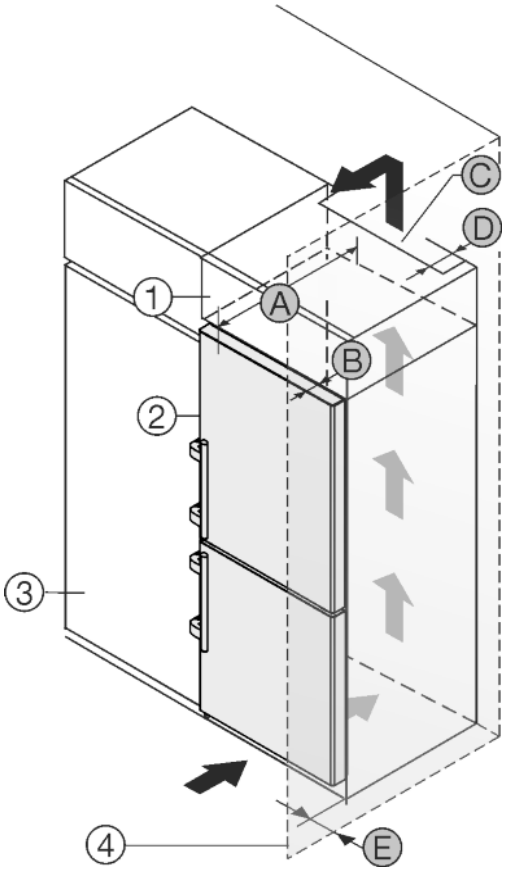

Fig. 51
L'appareil peut être réagencé avec des buffets de cuisine. Pour adapter l'appareil *Fig. 51 (2)* à la hauteur du coin cuisine, une rehausse *Fig. 51 (1)* peut être posée sur l'appareil.
L'appareil peut être installé directement à côté du buffet de cuisine *Fig. 51 (3)*. Pour pouvoir ouvrir complètement les portes, l'appareil doit déborder de la profondeur *Fig. 51 (B)* par rapport à la façade du buffet. L'appareil peut déborder encore plus en fonction de la profondeur des buffets et de l'utilisation de cales d'épaisseur.
- Une sortie d'air avec la profondeur *Fig. 51 (D)* doit être présente au dos de la rehausse sur toute sa largeur.
- La section de ventilation *Fig. 51 (C)*sous plafond doit être respectée.
Si l'appareil avec les charnières est installé près d'une paroi *Fig. 51 (4)*, la distance *Fig. 51 (E)* entre l'appareil et la paroi doit être respectée. Ceci correspond à la saille de la poignée avec la porte ouverte.